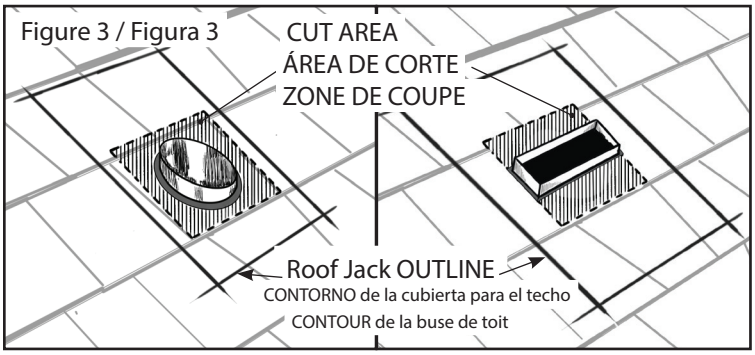

Figure 3 / Figura 3
4. Position and center the roof jack over ductwork and mark the outline of the flange. (Figure 2, Figure 3)
4. Positionner et centrer la buse de toit sur le conduit et marquer le contour de la bride. (Figure 2, Figure 3)